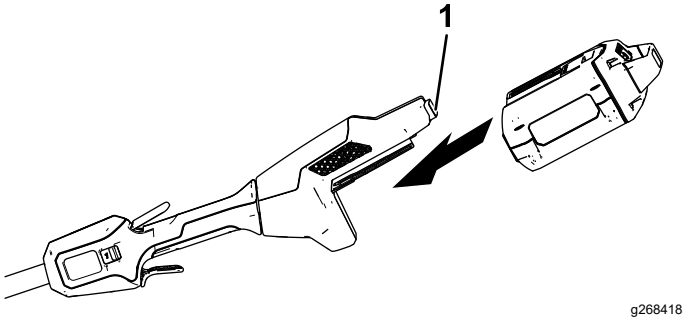

Rysunek 7
2. Ustaw wgłębienie w akumulatorze równo z wypustką na obudowie uchwytu (Rysunek 7).
3. Wsuń akumulator we wgłębienie, aż akumulator zostanie zablokowany w swoim miejscu (Rysunek 7).